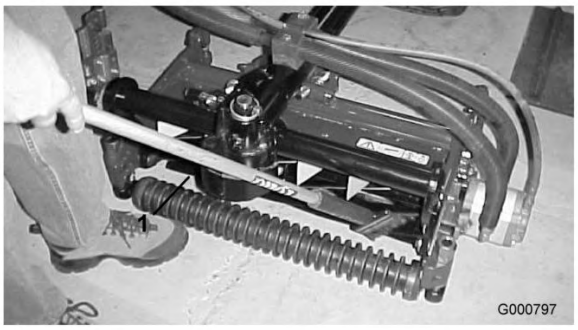

Figura 86
8. Aplique o produto de rectificação com uma escova de cabo comprido (peça Toro nº 29-9100). Nunca utilize uma escova de cabo curto (Figura 86).